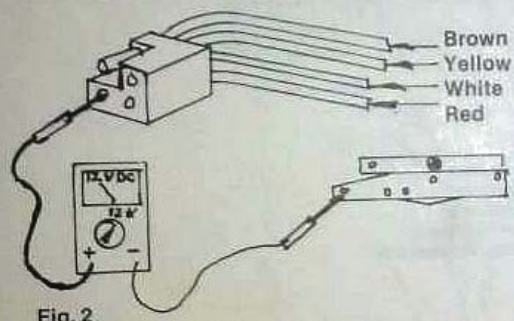

Fig. 2
2. First check power source with volt meter, white wire to step frame. Reading should be about 12V DC. This must be operative before further checks are made. (Fig. 2)